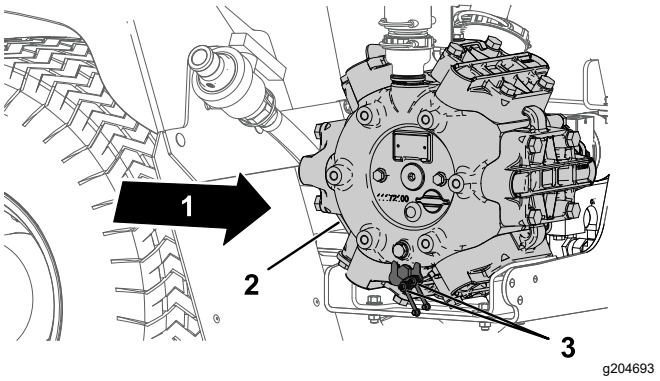

Figur 65
1. Torka av de två fjärrsmörjnipplarna (Figur 65).
2. Pumpa in fett i fjärrsmörjnippeln (Figur 65).